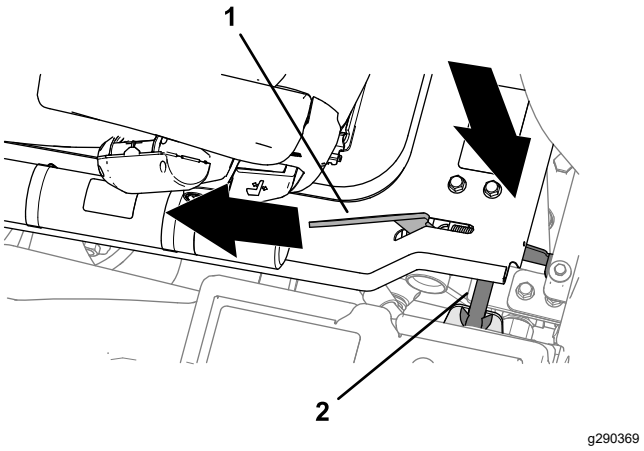

Figur 45
2. Når plattformen nærmer seg helt nedsenket posisjon, flytt plattformlåsehåndtaket (Figur 45) mot fronten av maskinen.